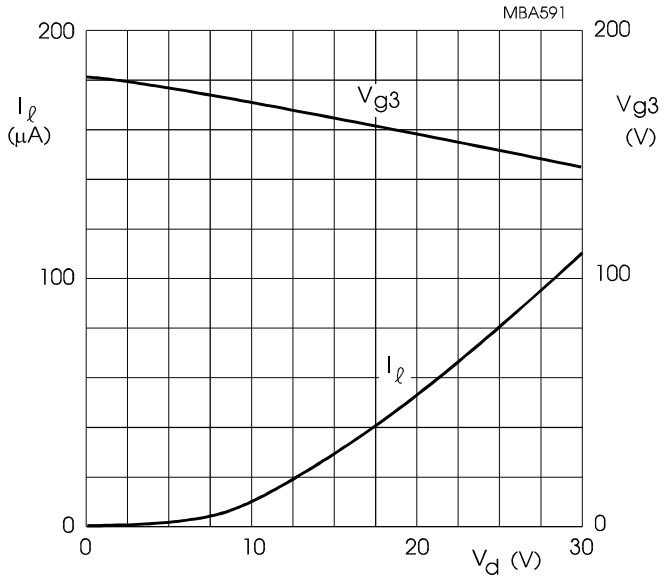

Fig.5 Typical screen current (I_l) and focus voltage (V_{g3}) curves as a function of grid drive voltage (V_d) at $V_{g2,g4,g5}$ = 2 kV.
5. An actual focus range of 30 V should be provided on the front panel. V_{g3} decreases with increasing grid drive (see also Fig.5).
6. Intensity control on the front panel should be limited to the maximum useful screen current (approx. 50 μA; see also Fig.5). It should be adjusted either by the grid drive voltage (up to 22 V) or for maximum acceptable line width. The corresponding cathode current or $I_{g2,g4}$ (up to 500 μA) depends on the cut-off voltage and therefore cannot be used for control settings.